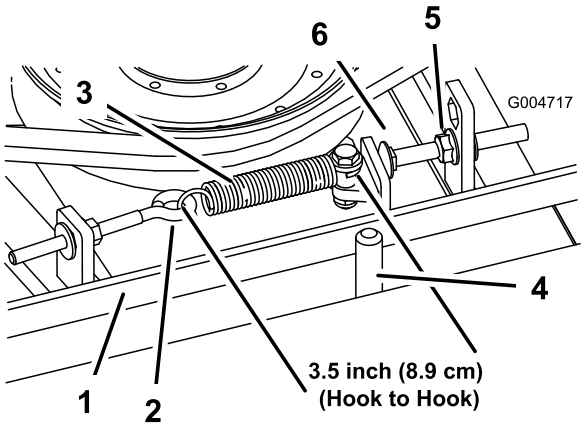

Рисунок 69
При правильном натяжении результат измерения натяжной пружины внутри (между крюками) должен быть приблизительно равен 8,9 см ± 0,63 см. После достижения правильного натяжения пружины отрегулируйте упорный болт (каретный болт) до достижения зазора прибл. 0,32 см ± 0,152/0,000 см между головкой болта и рычагом натяжного шкива (Рисунок 69).
Примечание: Убедитесь в том, что ремень расположен на направляющей ремня со стороны пружины (Рисунок 69).
2. Ослабьте рым-болт, чтобы можно было снять натяжную пружину (Рисунок 69).
3. Ослабьте фланцевую гайку, которая крепит упорный болт к монтажному выступу. Отверните гайку на достаточную величину, чтобы рычаг натяжного шкива мог пройти мимо упорного болта (Рисунок 69). Для снятия натяжения ремня отведите натяжной шкив от ремня.
8. Заново подсоедините натяжную пружину (Рисунок 69) к рым-болту и натяните ремень следующим образом: